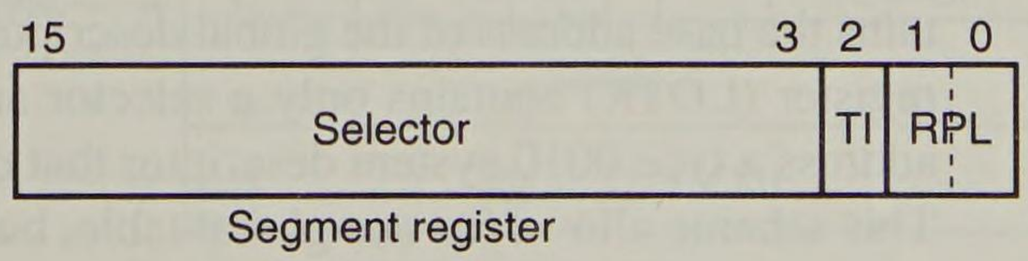

**FIGURE 9–16** A segment register showing the selector, TI bit, and requested privilege level (RPL) bits.
The *descriptor table* is a variable-length array of data, with each entry holding an 8-byte descriptor. The local and global descriptor tables hold up to 8,192 entries each, and the interrupt descriptor table holds up to 256 entries. A descriptor is indexed from either the local or global descriptor table by the selector that appears in a segment register. Figure 9–16 shows a segment register, and the selector that it holds, in the protected mode. The left-most 13 bits index a descriptor, the TI bit selects either the local (TI = 1) or global (TI = 0) descriptor table, and the RPL bits indicate the requested privilege level.
Figure 9–17 shows how a sample global descriptor table (GDT), stored at memory address 00010000H, is accessed through the segment register and its selector. This table contains four entries. The first is a null (0) descriptor. Descriptor 0 must always be a null descriptor. The other entries address various segments in the 80386 protected-mode memory system. In this illustration, the data segment register contains a 0008H. This means that
**FIGURE 9–17** Using the DS register to select a descriptor from the Global Descriptor Table. In this example, the DS register accesses memory locations 00100000H–001000FFH as a data segment.